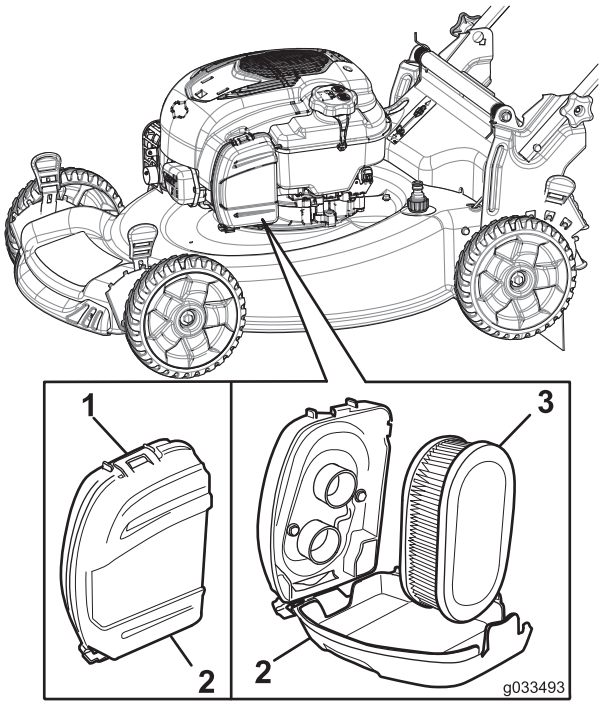

Figure 30
1. Upclip the top of the air-filter cover (Figure 30).
2. Remove the air filter (Figure 30).